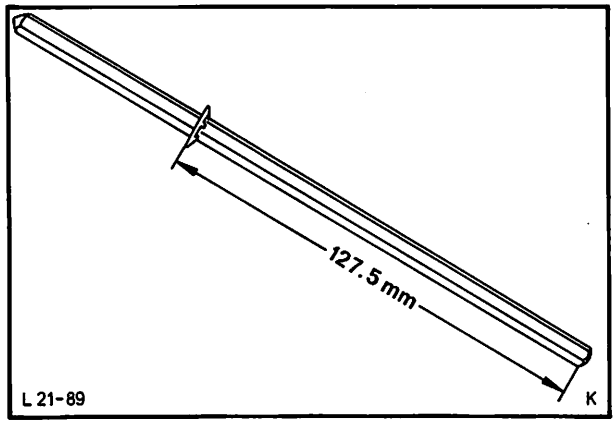

Abb. 122 Antriebswelle – Ölpumpe
54. Antriebswelle-Ölpumpe mit aufgepreßter Haltescheibe (Richtung und Abstand beachten), mit der spitzen Seite zum Verteiler zeigend, in den Zylinderblock einführen, Abb. 122.